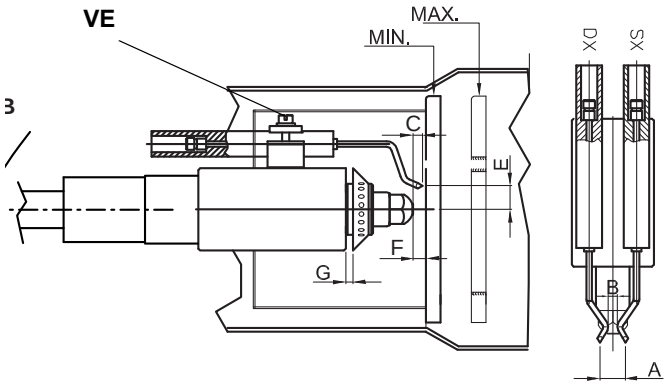

Рис. 50
- проверка запальных электродов и соответствующих керамических изоляторов, чистка, возможно их закрепление и, при необходимости, замена (см. Рис. 50-Рис. 50);